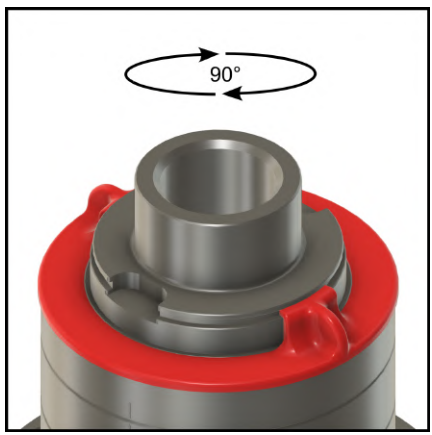

Рис. 18
3.4 Проверните заглушку на **90°** так чтобы технологический выступ заглушки вошёл в зацепление с канавкой для стопорного кольца. (**Рис. 18**)